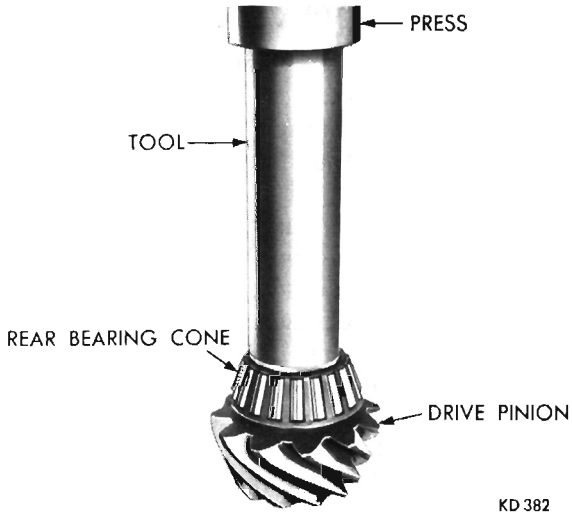
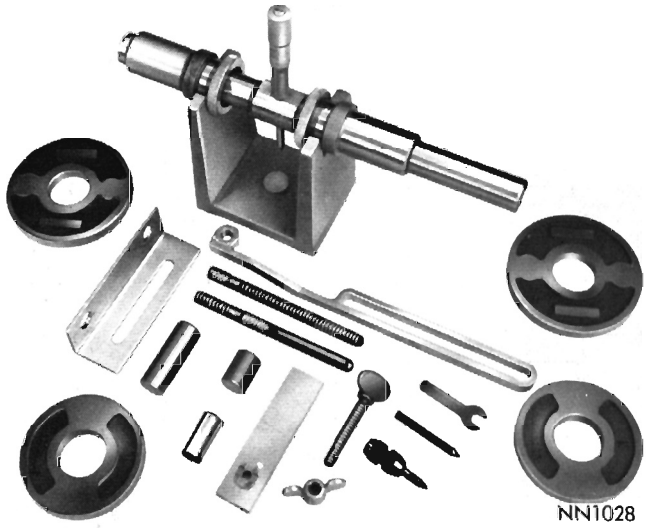

Fig. 24—Installing Rear Pinion Bearing Cone
Fig. 25—Pinion Depth Gauge Tool DD-1244
(2) Install front pinion bearing cup in carrier.
(3) Lubricate rear drive pinion bearing cone with Sure-Grip Lubricant, Part Number 2585318, or equivalent, and install bearing cone on pinion stem with Tool DD-955 (9-3/4" Axle) or Tool C-4040 (9-1/4" Axle) (Fig. 24).
(4) Position drive pinion and bearing assembly in carrier and install front pinion bearing cone on pinion stem. Do not install preload shims behind front pinion bearing at this time.
(5) Install universal joint pinion flange followed by washer and nut. Tighten nut just enough to obtain 10-30 inch-pounds of preload. Rotate drive pinion while tightening to seat bearing rollers.
(6) The pinion depth gauge Tool DD-1244 (Fig. 25),
(10) To select a shim pack for installation, read the markings on the end of pinion head (—0, —1, —2, +1, +2, etc.). When marking is —(minus), add that amount to the thickness of shim pack selected in step (9). When the marking is +(plus), subtract that amount. Treat other pinion markings in a similar manner. Shims are available in .003, .005, and .010 inch thickness.
(11) Remove the tool arbor and tool from axle housing.
(12) Using a brass drift or soft punch and hammer, remove rear pinion bearing cup from casting.
(13) Position the correct shim pack in axle housing cup bore and install rear bearing cup as described previously in steps (1 thru 5). When cup is properly seated, remove tool and pinion bearing cones.
(14) Lubricate rear drive pinion bearing cone with Sure-Grip Lubricant, Part Number 2585318 or equivalent and install bearing cone on pinion stem using Tool DD-955 (9-3/4" Axle) or Tool C-4040 (9-1/4" Axle). An arbor press may be used in conjunction with tool (Fig. 24).
(15) Install drive pinion and bearing assembly in carrier and install the original front pinion bearing shim pack followed by the bearing cone. **Do not install oil seal at this time.**
(16) Install universal joint flange, washer and nut. Tighten nut 250-270 foot-pounds (9-3/4" axle) and 200-220 foot-pounds (9-1/4" axle). Rotate pinion several complete revolutions to seat bearing rollers.